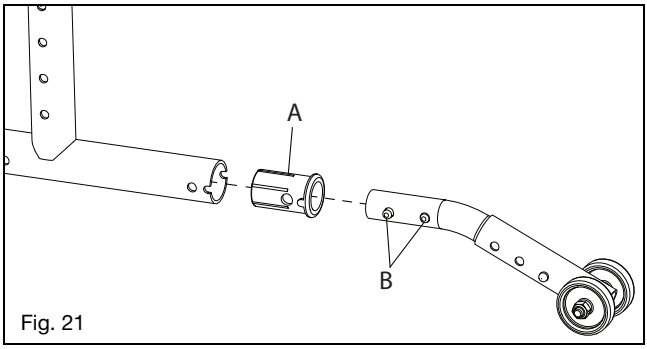

Fig. 21
1. Empuje el manguito antivuelco (Fig. 21:A) introduciéndolo en el extremo del chasis posterior.
2. Presione los botones de detención (Fig. 21:B) en el conjunto antivuelco e instálelo en el chasis y funda posteriores hasta que el botón de detención aparezca a través del orificio del chasis.